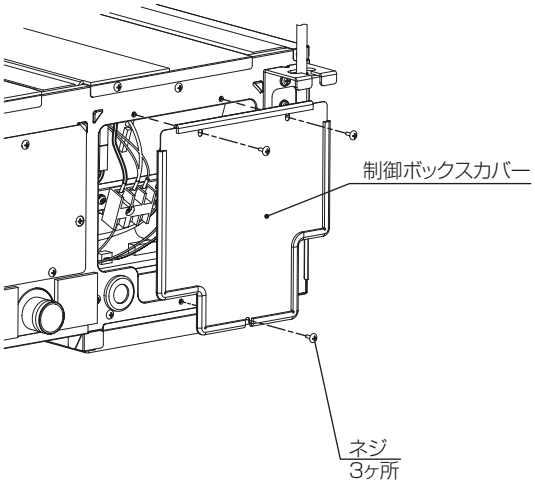

図 8
- 室内ユニット本体の制御ボックスカバーを取外してください。（**図 8**）
- 配線作業が終わりましたら**図 8** とは逆の手順で制御ボックスカバーを取付けてください。